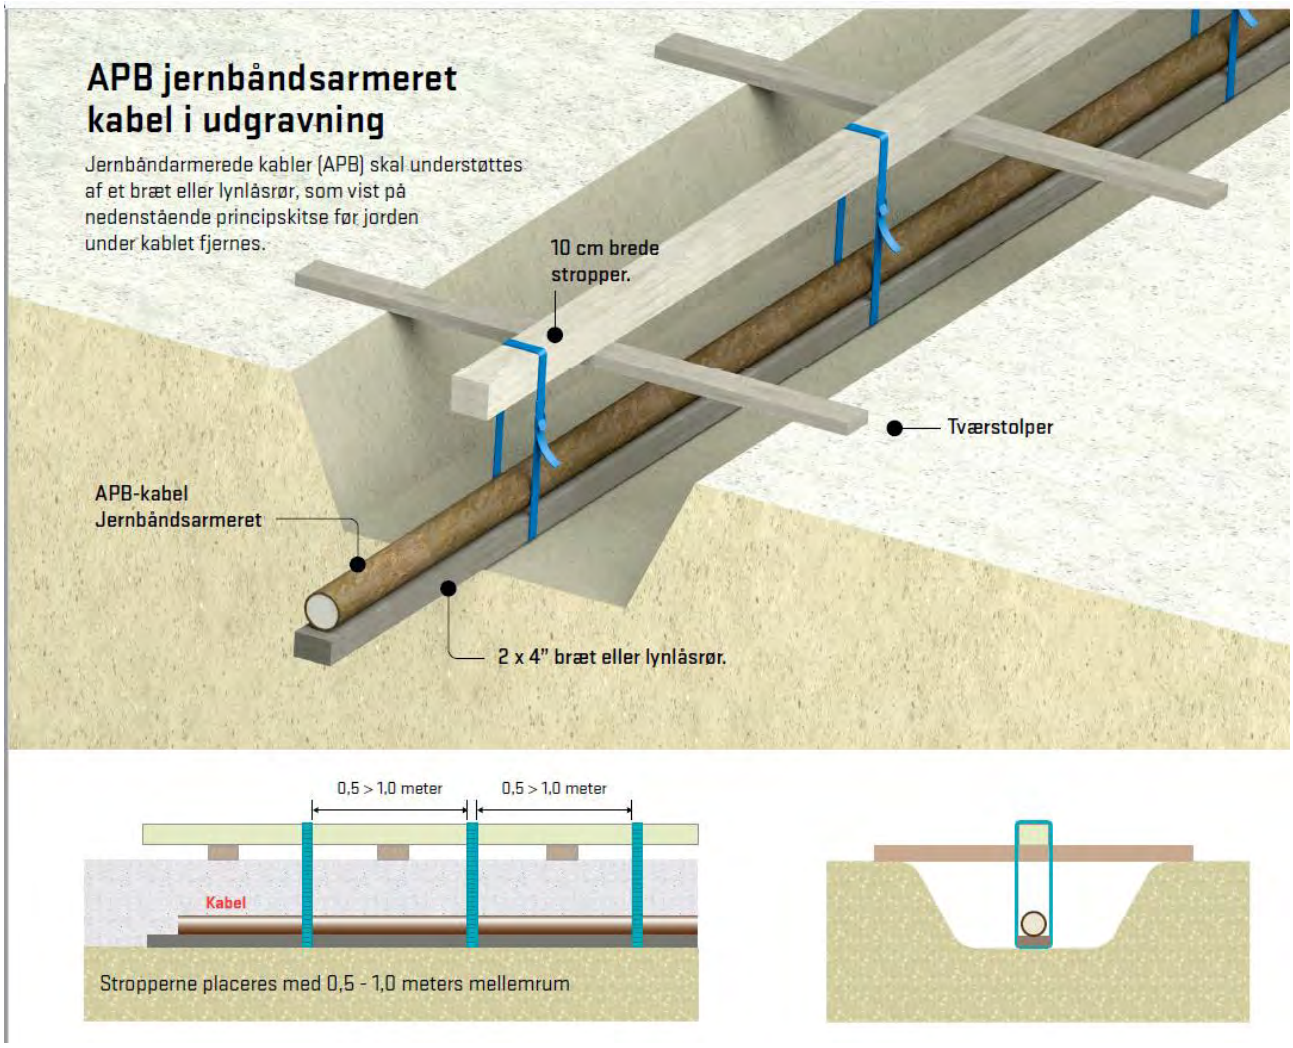

Figur 1 Eks. på ophæng af APB kabel i udgravning.
- Jernbåndsarmerede kabler (APB) skal understøttes af et bræt eller lynlåsrør (2-delt kabelrør) før jorden under kablet fjernes, se figur 1 på forrige side.